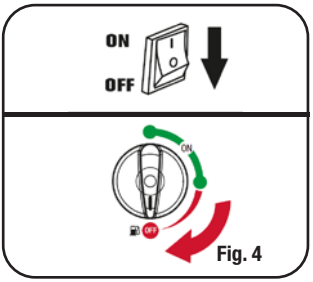

Fig. 4
3.º Coloque o interruptor do MOTOR na posição “OFF” (Fig. 4).
4. Coloque o interruptor FUEL na posição “OFF” (Fig. 4)